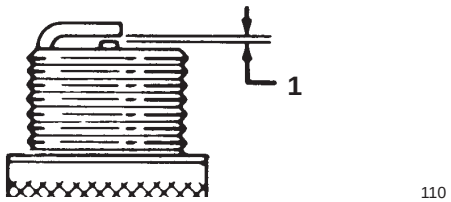

Figur 36
6. Justera gapet mellan elektroderna på tändstiftet till 0,76 mm som framgår av figur 36.